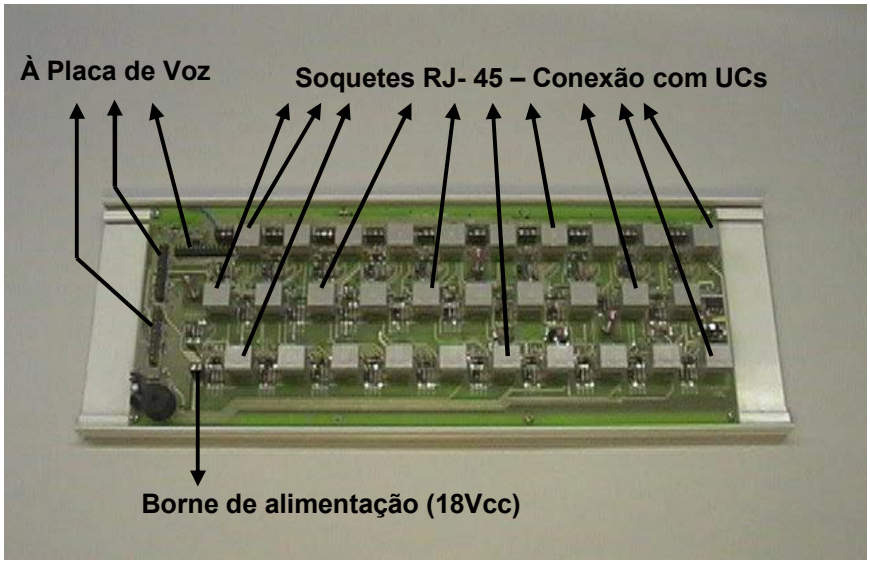

Figura 6 – Placa de Sinalização
g. Localize os soquetes modulares (JR-45) aos quais serão conectados os cabos vindos das UCs. Estes soquetes encontram-se na placa de sinalização acoplada à tampa frontal do painel e são rotulados (em fábrica) com os números das UCs correspondentes. Veja a **Figura 6** abaixo e a tabela de correspondência das UCs e soquetes que acompanha o seu sistema específico.
i. Mantenha ainda a fonte de alimentação do sistema desconectada da rede elétrica. Conecte o cabo paralelo vindo da fonte de alimentação (veja o passo **C.** acima) ao borne de alimentação mostrado na **Figura 6** abaixo. O terminal **negativo** da saída da fonte deve ser ligado ao borne de alimentação rotulado com "**GND**". Além disso, o terminal positivo da saída da fonte deve ser ligado ao borne de alimentação rotulado com "18V". Observe que se esta polaridade for invertida o sistema de chamada não funcionará.